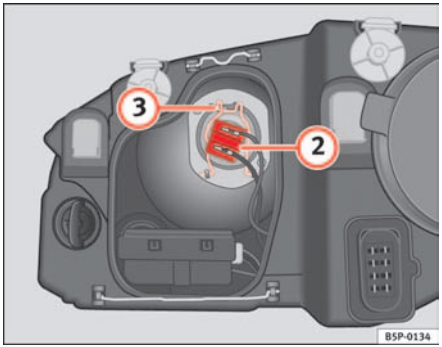

Fig. 176 Dipped head-lights
– Remove the connector ⇒ page 244, fig. 176 (2) from the lamp.
– Disengage the retainer spring ⇒ page 244, fig. 176 (3) pressing inwards and to the right.